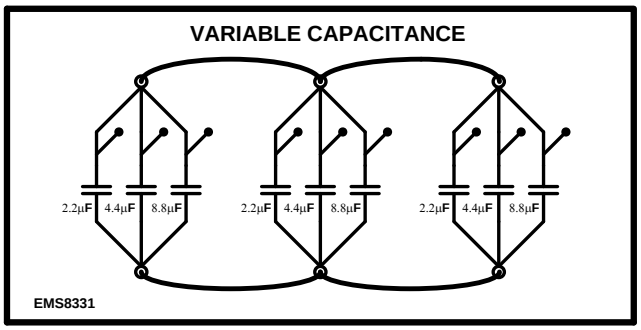

Figure 12: Variable Capacitance Module All Capacitors in Parallel
- Have all of the switches in the UP position, then connect up the three top and lower terminals as shown in Figure 12